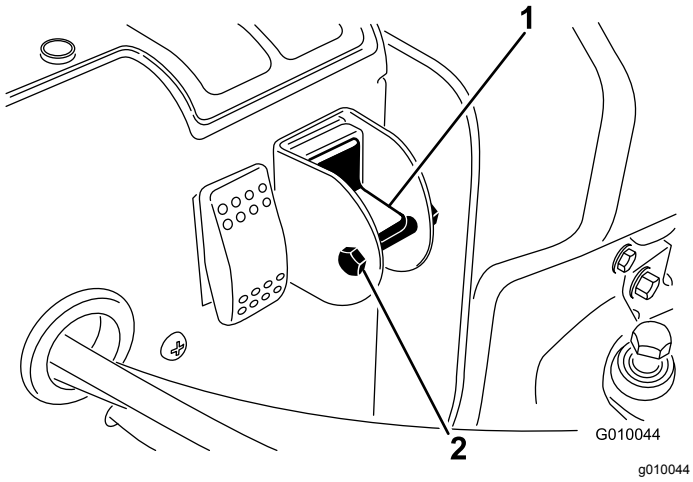

Figuur 30
4. Verwijder de borgbout en de moer van de keuzeschakelaar (Figuur 30).